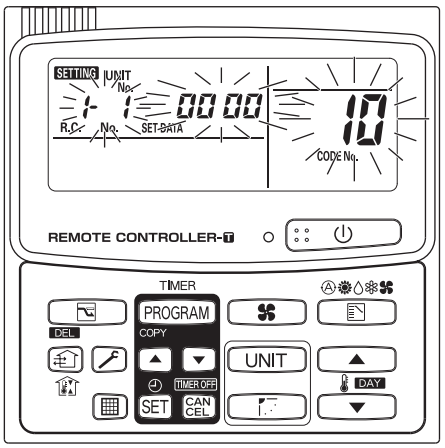

Fig. 3-4-15
(1) Press the [🔧] and [🏠] buttons at the same time of the remote controller for more than 4 seconds.
(2) Do not press [UNIT] button.
(3) Once in this mode, the UNIT No., CODE No., No. of SET DATA and SETTING indications will flash on the display as shown Fig. 3-4-15.